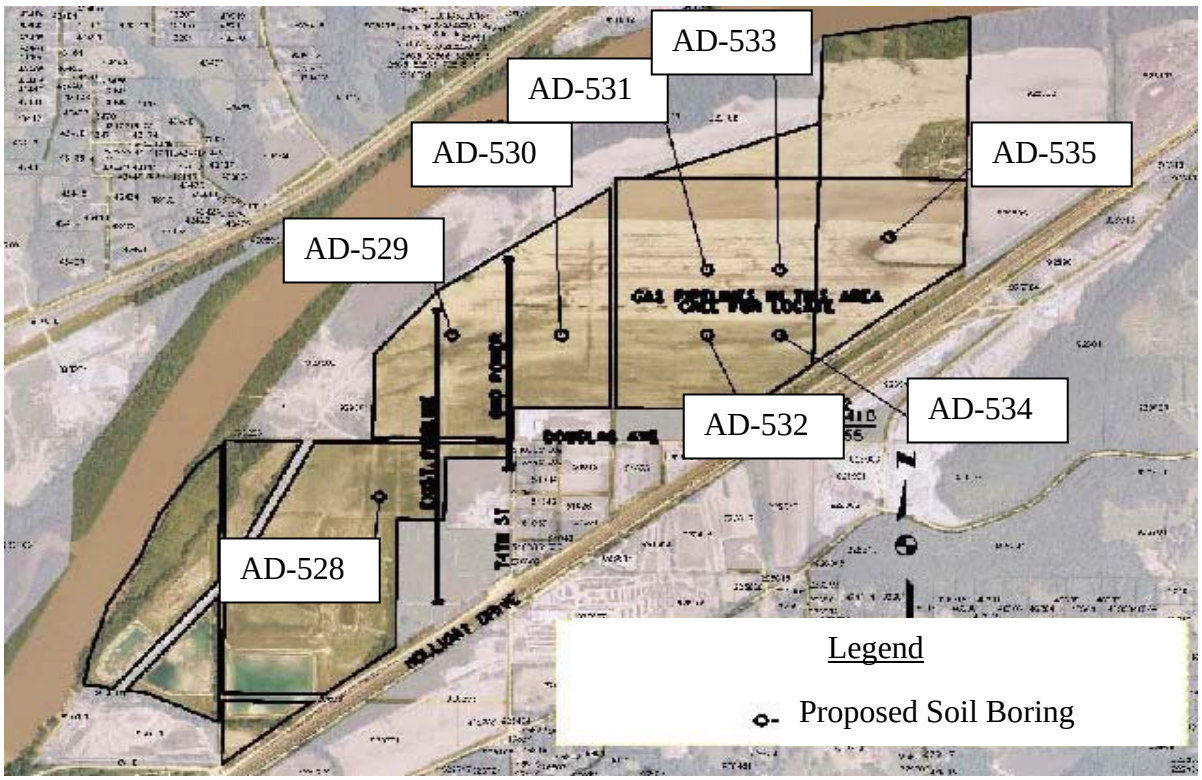

FIGURE 4 - SOIL BORINGS
The subsurface investigation of the borrow area consisted of 8 exploratory borings, 10 - feet deep, drilled with 3 ¾ ID Hollow Stem Auger with 3-inch inner barrel sampler. The borings location with WaterOne property delineated is shown in FIGURE 4 and the strip logs are included at the end of the paragraph. All holes were backfilled prior to leaving the site. No water was encountered during drilling or 24 hours after drilling. Forty (40) jar samples and 8 sack samples (1 composite sack sample for each boring) were collected from all borings. The boring logs show an impervious soil layer consisting of silts and clays extending up to 6 feet below the surface followed by a sandy aquifer. The central part of the borrow area has a thin layer of sand at the surface, varying between 1 and 4.5 feet in thickness, followed by 3 to 4 feet of silts and clay, on the top of the sandy aquifer. The sandy material can be used as backfill in the random portion of the landside levee embankment.